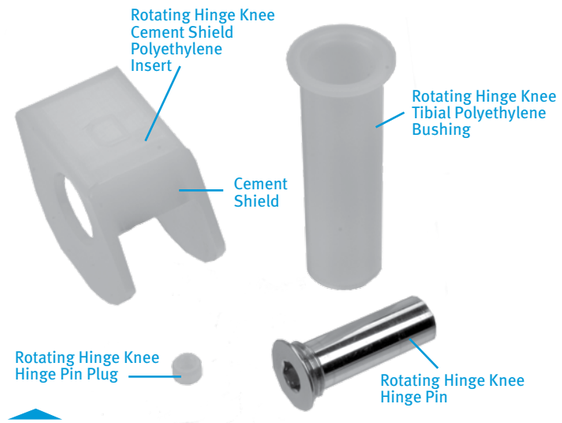

Fig. 142
- Verify that the appropriate size Segmental Articular Surface and *NexGen* RH Knee Cement Shield Service Kit **(Fig. 142)** is used (Appendix H).
Warning: Do not use the Segmental Polyethylene Insert with the *NexGen* RH Knee Distal Femoral Component. Only the items shown in Fig. 142 are to be used with the Segmental Hinge Post when it is being implanted with a *NexGen* RH Knee Distal Femoral Component (refer to Appendix H).